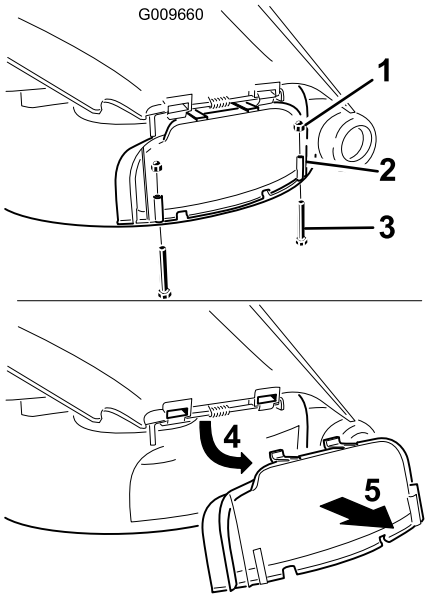

Figur 28
3. Fjern de to bolte og møtrikker, som fastgør udblæsningsdækslet til plæneklipperen (Figur 28).